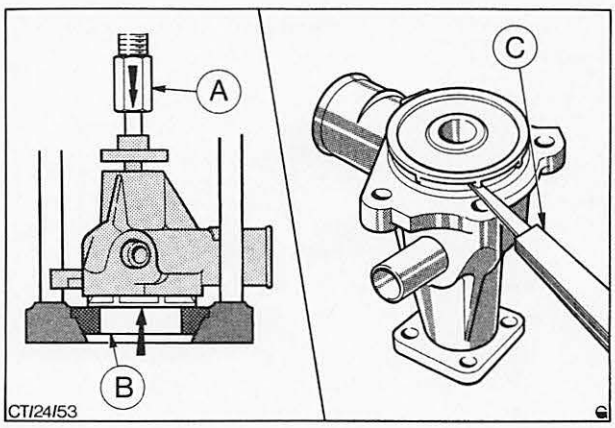

Abb. 76 Pumpenrad auf Pumpenwelle pressen und Spaltmaß mit Fühlerlehre prüfen
7. Neues Schaufelrad so weit auf die Pumpenwelle pressen, Abb. 76, bis zwischen den Schaufeln und dem Gehäuse ein Spalt von 0,8 mm erreicht ist, Abb. 76.